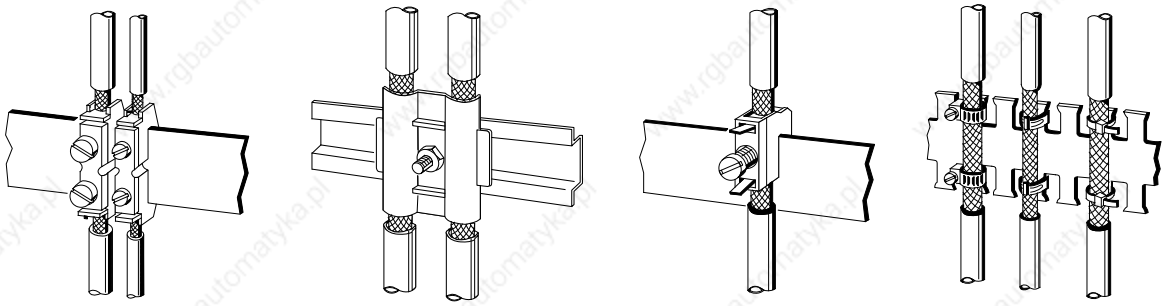

**Figure 3-26. Fixing Shielded Cables with Various Types of Cable Clamps**
- Use metal cable clamps for fixing the braided shield. The clamps have to enclose the shield over a large area and make good contact (see Figure 3-26).